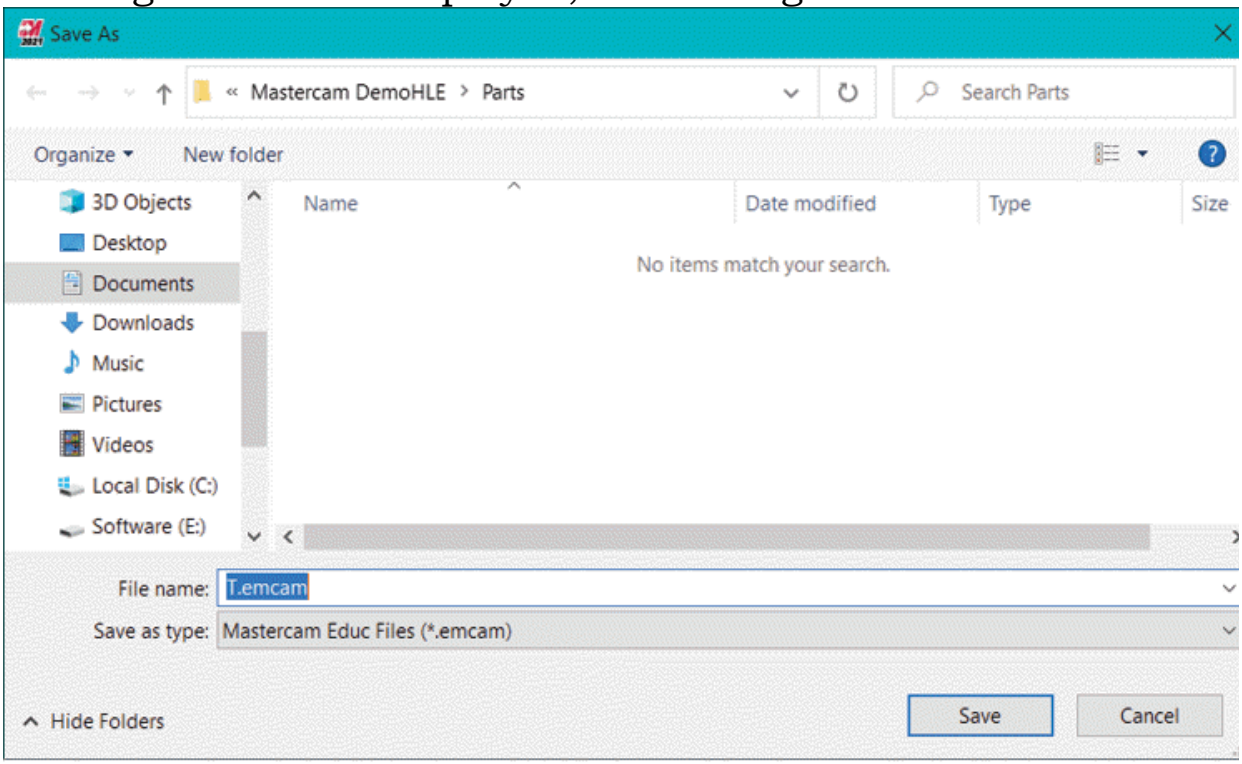

Figure-68. Save As dialog box
- Click on the **Save** tool from the **File** menu. The **Save As** dialog box will be displayed; refer to Figure-68.